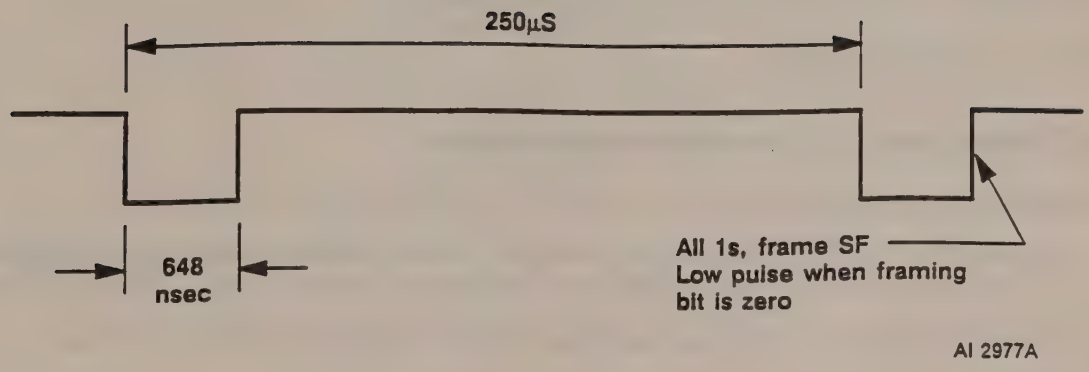

Figure 3.24. All Ones Data with Framing Bits
ALARMS entry still shows OOF. With oscilloscope, check pin 55 of U19 for an all 1s pulse with an occasional (zero) framing bit. It looks like Figure 3.24.
2. Type **PATTERN 1111<CR>.** Screen shows Figure 3.24.